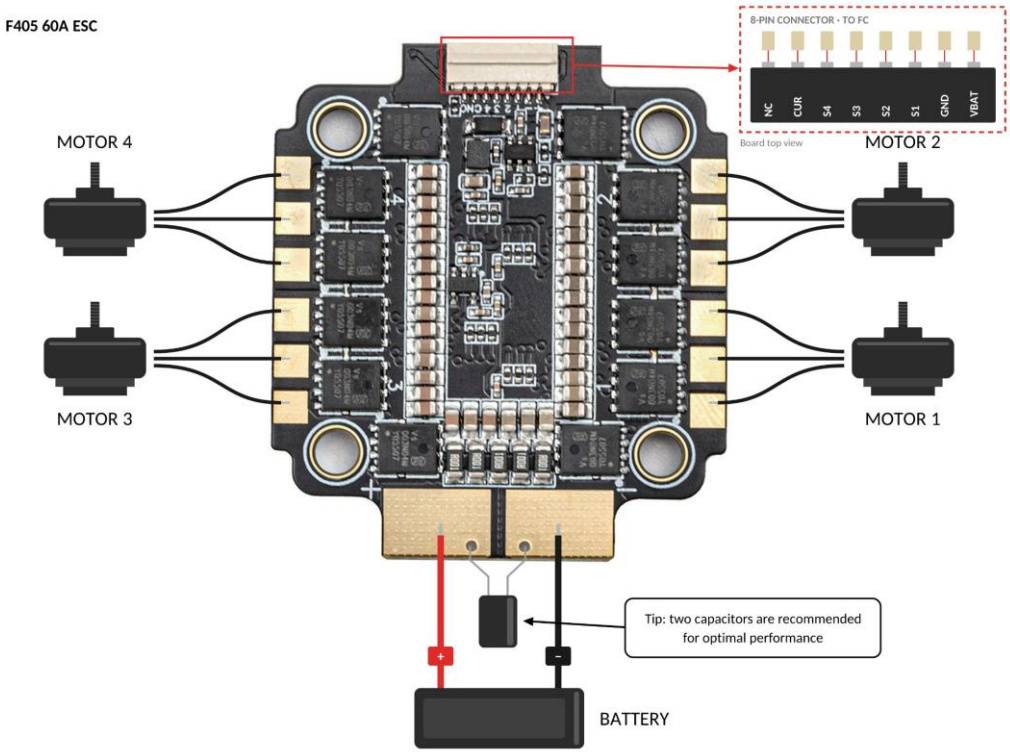

Abb.2. ESC-Installation & Verkabelung
3. Motor-Pads: Löten Sie die Motorkabel an die Pads links (Motoren 4 und 3) und rechts (Motoren 2 und 1), wie in Abb.2 gezeigt.